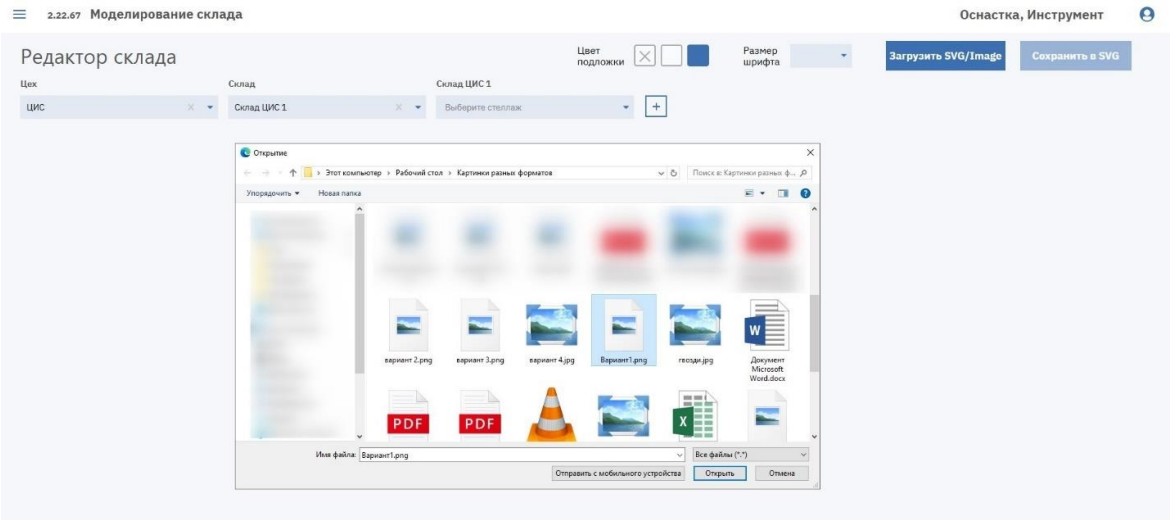
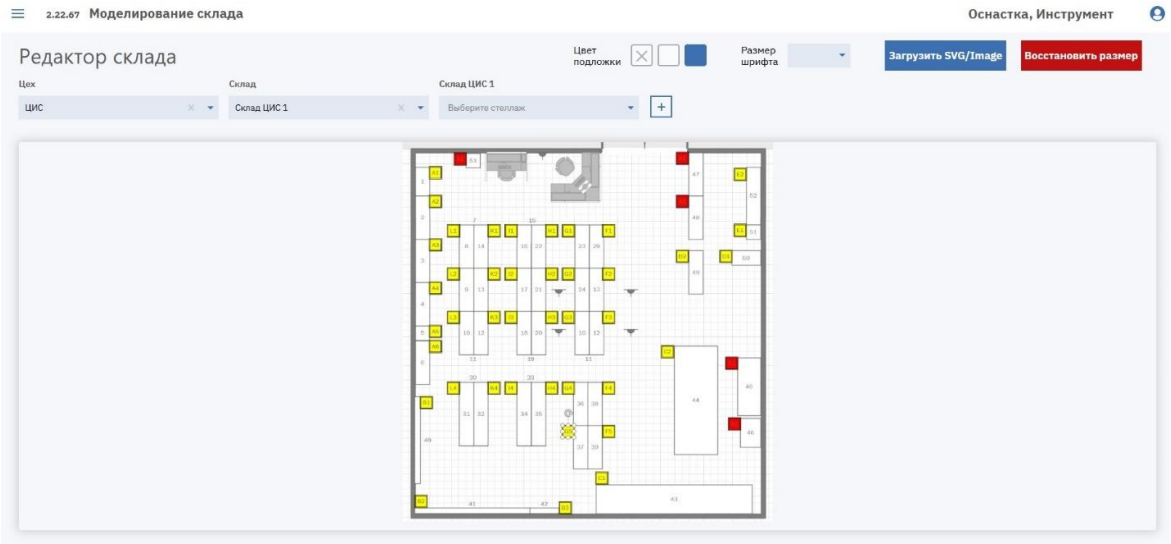

Рисунок 44. Выбор файла подложки
Рисунок 45. Подложка загружена
3. Нажмите кнопку «Загрузить SVG/Image» и выберите файл подложки в формате SVG или PNG (схему склада) (см. Рисунок 44). Подложка отобразится на экране (см. Рисунок 45).